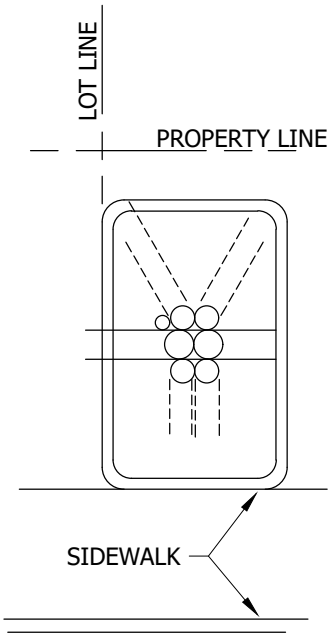

FIGURE 7
B. AFTER THE LOCATION IS ESTABLISHED, MARK OUT DIMENSIONS FOR THE EXCAVATION WIDTH, LENGTH, AND DEPTH PER FIGURES 7 AND 8 ABOVE. THE WIDTH AND LENGTH DIMENSIONS GIVEN ALLOW EXTRA SPACE FOR SETTING THE SUBSTRUCTURE AND TAMPING THE BACKFILL.